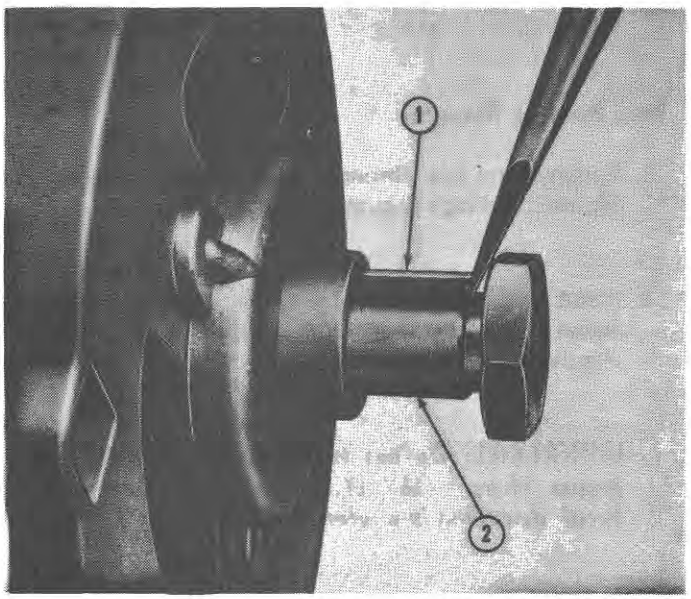

Figure 35
3. Remove the key with diagonal pliers. If the side of the key are slightly rounded from running loose, place the nut back on the shaft. Use a screwdriver to pry the key from the slot as shown in Figure 35. Remove the spacer from the shaft. Refer to page 23 for inspection and repair of the pulley and fan.